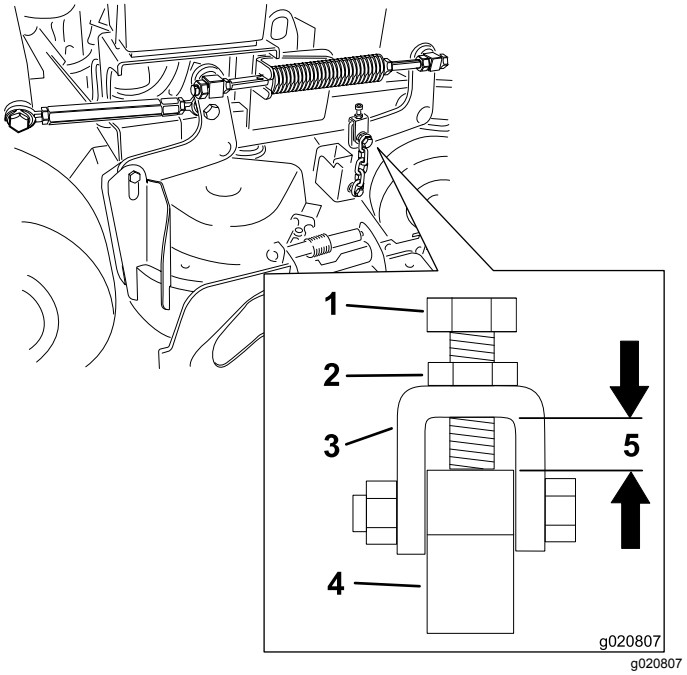

**Figur 83**
**Bemærk:** Afstanden skal være 11 mm som vist i Figur 83.
12. Løsn kontramøtrikken, og juster justeringsbolten for at opnå den korrekte afstand som vist i Figur 83.